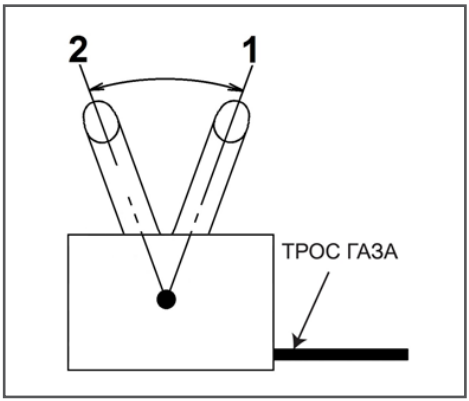

Рис. 15 Положения рычага газа (вид справа)
4. Переведите рычаг газа 10 (Рис. 1) на 1/3 хода в сторону положения максимальных оборотов двигателя (Рис. 15).
1. Переведите двигатель в режим холостого хода, для этого переведите рычаг газа в положение 2 холостых оборотов двигателя (Рис. 15) и дайте двигателю поработать примерно 1 минуту.
4. Переведите рычаг газа в положение 1 максимальных оборотов двигателя (Рис. 15).